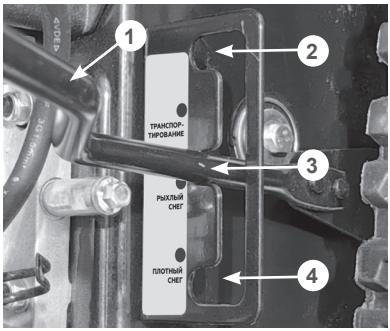

Рис. 35 Рычаг переключения режимов работы
3. В зависимости от состояния снега и очищаемой поверхности установите рычаг переключения режимов работы в положение «Плотный снег» или «Рыхлый снег» (Рис. 35).